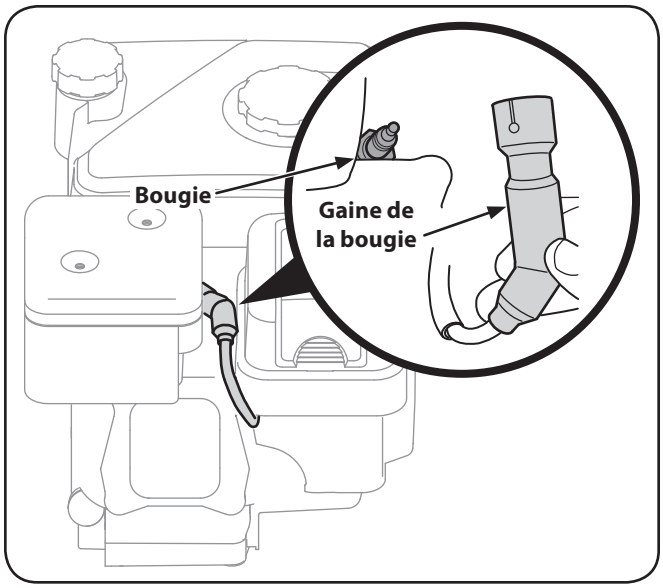

Figure 6-1
1. Débranchez le fil de la bougie et éloignez-le de celle-ci. Voir la Figure 6-1.